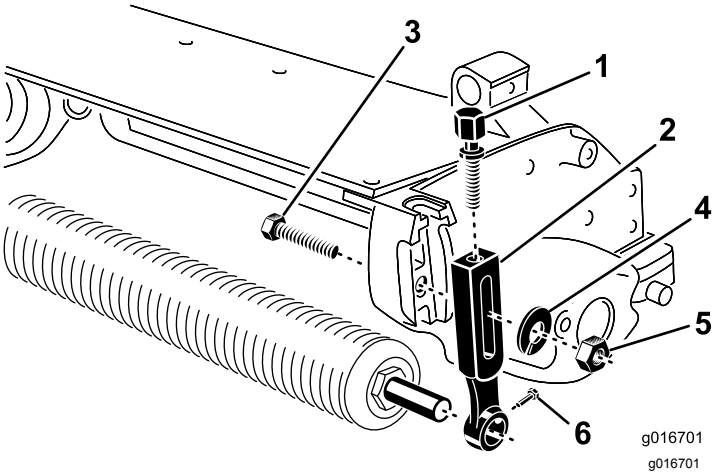

Figur 1
1. Ta bort plogbulten, brickan och muttern som fäster en av klipphöjdsarmarna vid klippenhetens sidoplåt (Figur 1).
2. Lossa rullens fästskruvar i klipphöjdsarmarna (Figur 1).
3. Skjut av klipphöjdsarmen från rullaxeln (Figur 1).